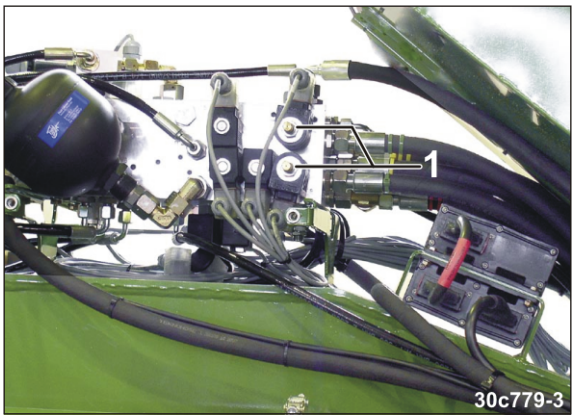

Fig. 208
2. Træk to ventilstifter (Fig. 208/1) ud af ventilerne, og drej dem 45 grader for at låse dem.
Efter reparationen sættes begge ventilstifter (Fig. 208/1) i normalposition.